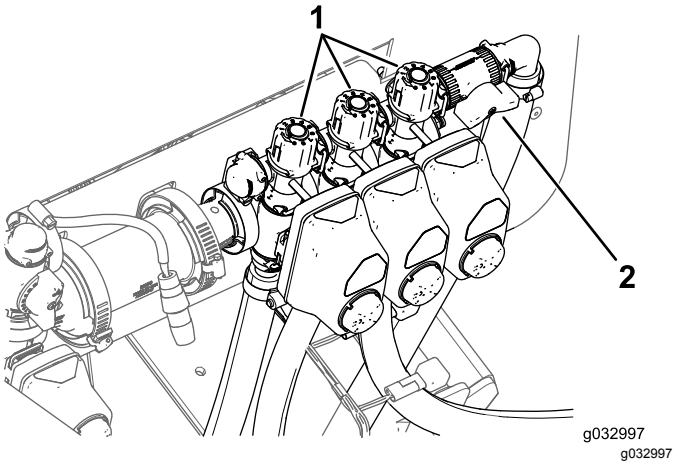

図 47
11. 左ブームをOFF にし、ブームバイパスノブ 図 47 を使って、先ほどと同じ水圧表で求めた水圧に調整する。
13. 右ブームのブームバイパスノブ 図 47 を使って、先ほどと同じ水圧表で求めた水圧に調整する。
15. 中央ブームのブームバイパスノブ 図 47 を使って、先ほどと同じ水圧表で求めた水圧に調整する。